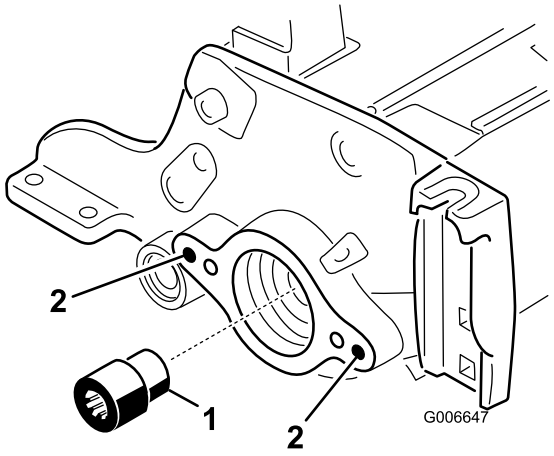

Figur 22
19. Ta bort den räfflade insatsen från cylindermotorsänden på cylinderaxeln med hjälp av verktyget för cylinderdrivningsaxeln (Figur 22). Verktyg för cylinderdrivningsaxeln, artikelnummer TOR4074. Ta
20. Montera den nya (längre) insatsen i cylinderaxeln (Figur 22). Stryk på blå Loctite på insatsens gängor före monteringen. Dra åt till ett moment på 115–129 N·m.